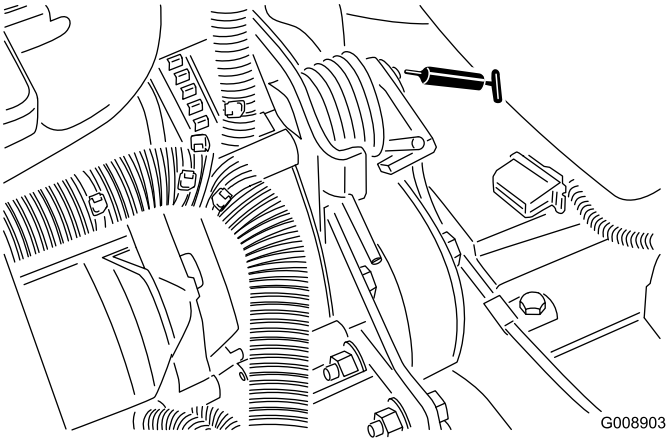

Figur 38
- Remspændingsdrejetap (Figur 38)